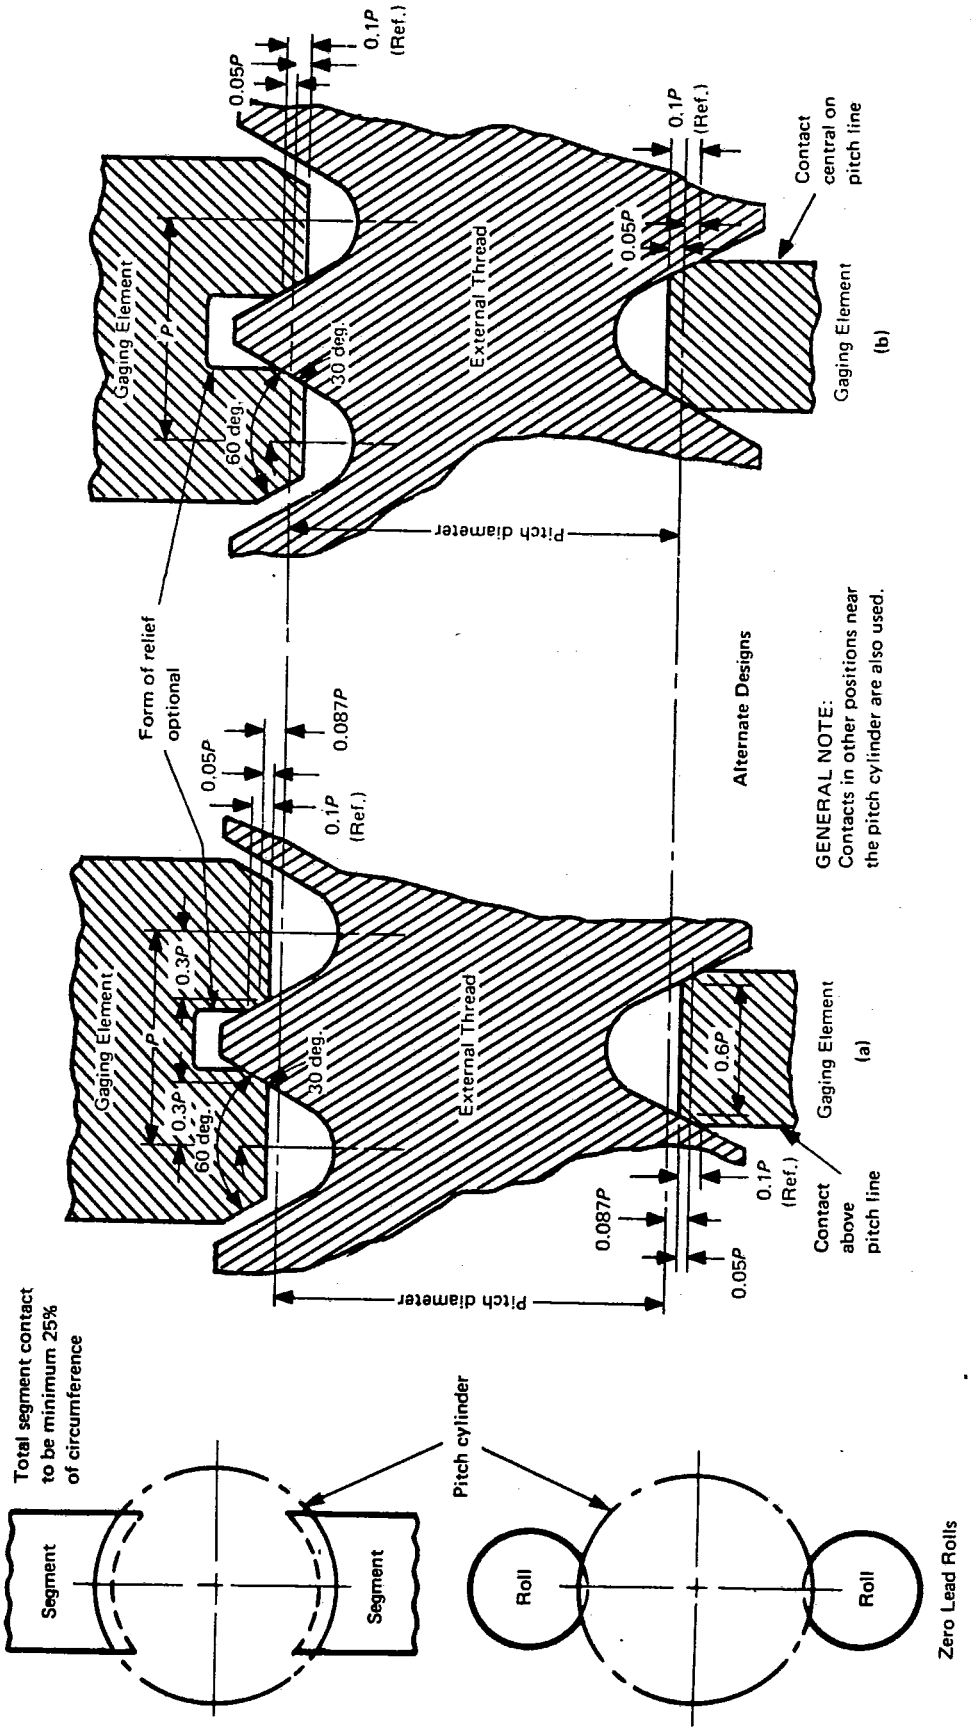

FIG. 23 THREAD SNAP GAGES — MINIMUM-MATERIAL PITCH DIAMETER LIMIT — CONE AND VEE
5.5.2 Basic Design. The segments are usually made having a surface contact at or slightly above the pitch line near the center of the flank. The rolls make point or line contacts approximately at the pitch line, depending upon the angle variations of the thread flanks. (See Fig. 23 for details.)
5.5.3 Thread Form. The specifications for thread form, thread crests, and thread roots are shown in Fig. 23.